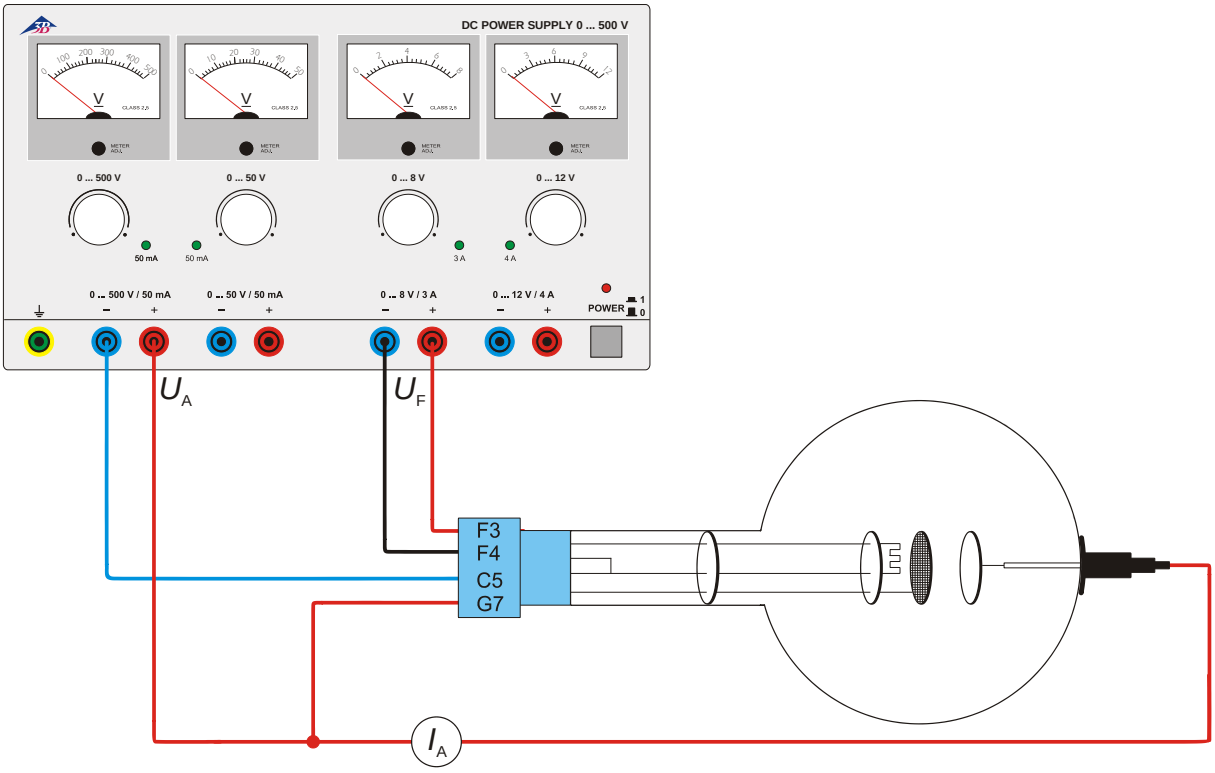

Fig. 2 Unselbständige Entladung
- Schaltung gemäß Fig. 2 herstellen.